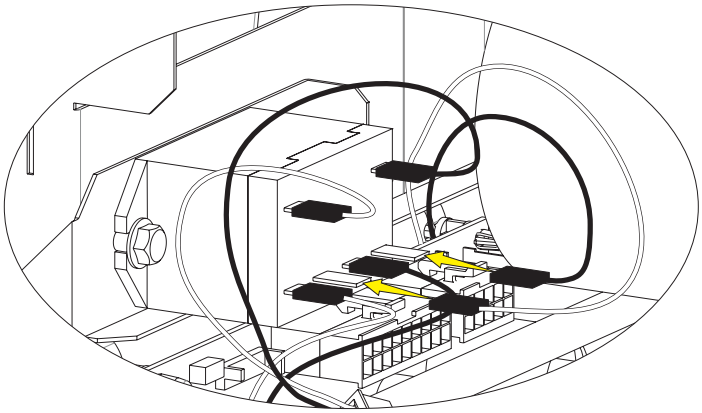

Figure 18
22. Enlever les capuchons isolants des fils noir et blanc du faisceau d'alimentation électrique principal de l'appareil de chauffage désigné « Humidification Tray Relay » (relais de plateau d'humidification) et les poser sur les bornes du relais. **Voir Figure 18.**